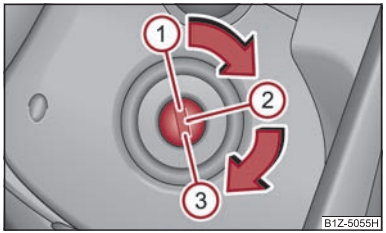

Fig. 84 Positions de l'antivol de direction
– Coupez le moteur en tournant la clé de contact sur la position (1) ⇒ page 79, fig. 84